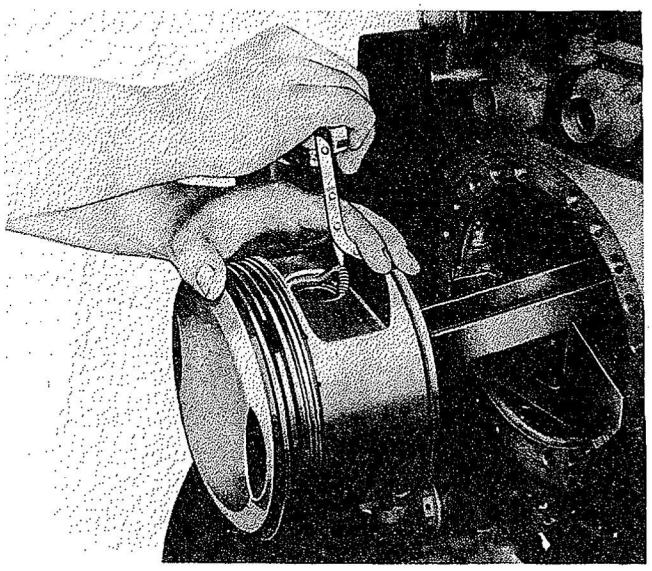

Figure 76—Removing Piston Pin Retainer
a. When the piston assembly incorporates the coil spring type retainers, remove them with the retainer spring removing tool (Tool No. 84377). Insert the hook on the tool between two of the spring coils at a point on the centerline of the piston pin hole nearest the crankshaft. Turn the handle of the tool 90 deg to engage the ears of the hook with the spring coils, rest the aluminum fulcrum block on the piston skirt and apply pressure on the handle of the tool in the direction of the crankshaft to remove the retainer. Refer to Figure 76. When removing a retainer, place one hand over the piston pin hole to catch the spring when it comes out of its groove. Discard all used spring type piston pin retainers.